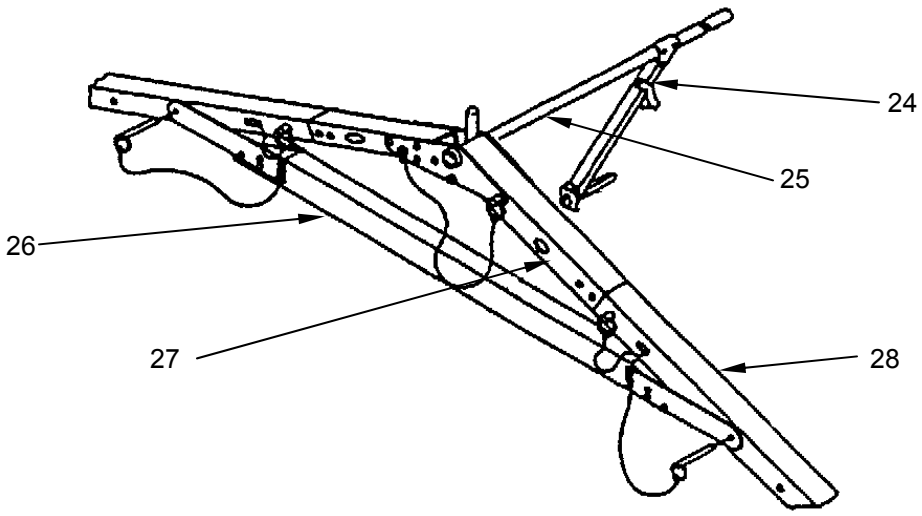

Figure 7. Frame Disassembly.
1. Disconnect each purlin diagonal brace **(Figure 7, Item 24)**, fold, and secure.
2. Rotate purlins **(Figure 7, Item 25)** and remove.
3. Remove headers **(Figure 7, Item 26)**.
4. Disassemble roof arch **(Figure 7, Item 27)** and side arch assembly **(Figure 7, Item 28)** and fold.